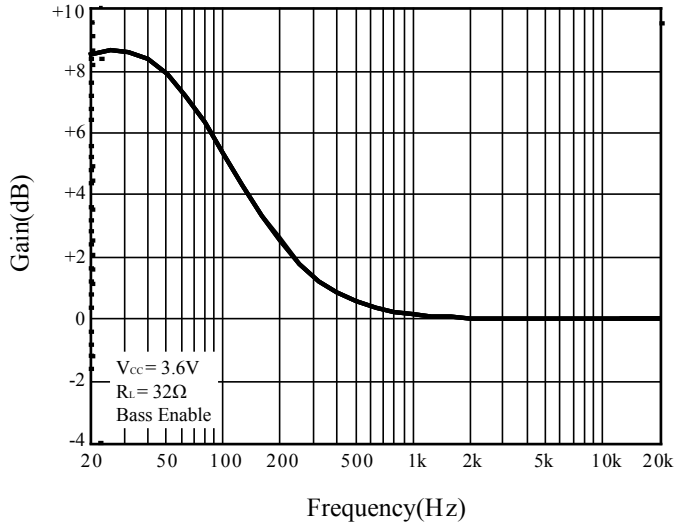

Figure 8 Gain vs. Frequency (Bass Enable Mode)
When the bass enhancement is enabled, the low frequency input signal will be amplified (Figure 8). The cutoff frequency is f_B. The signal below f_B will be enhanced. f_B is given by Equation (3):